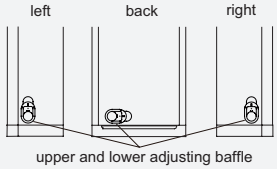

Fig.3
(2) After confirming the direction of outlet pipe, loosen the screws at the upper and lower adjusting baffle to let the connection pipe/ drain pipe connects the indoor unit. (As show in Fig.3)